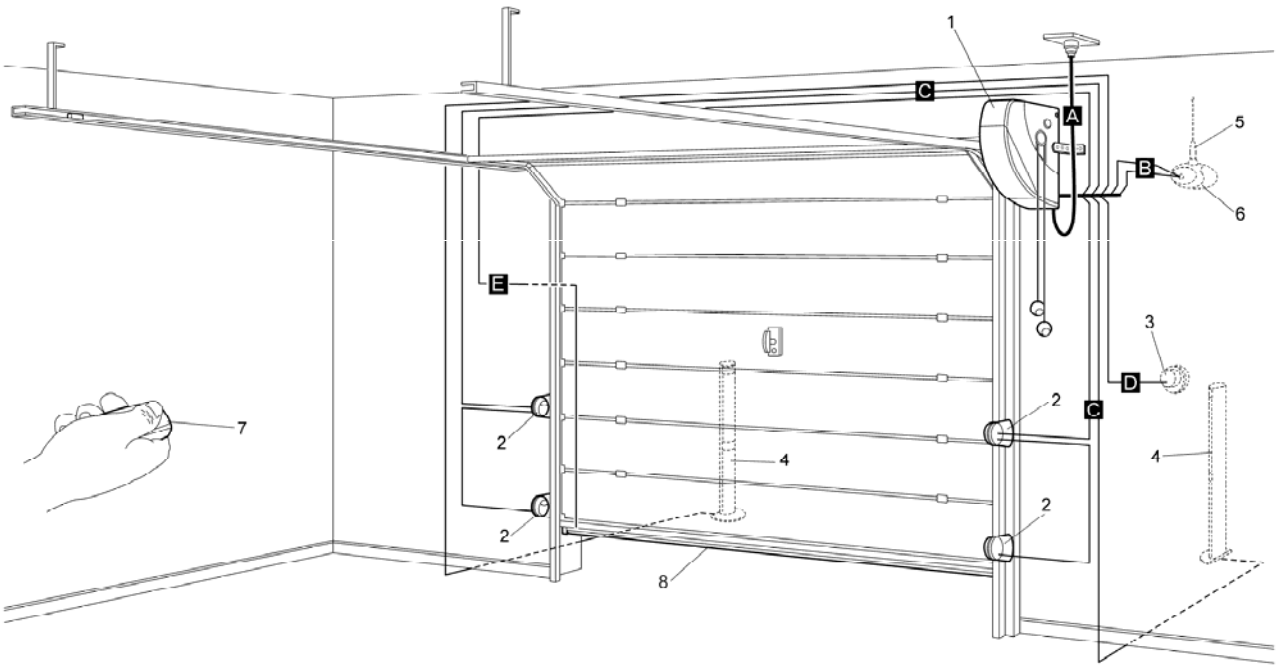

Рис. 3
4.1 СТАНДАРТНАЯ СХЕМА УСТАНОВКИ (см. Рис. 3)
Рис. 3 на рисунке изображен монтаж электродвигателя Soon. На чертеже показаны необходимые для соединения детали и кабели; они собраны по стандартной схеме.
Сборка/монтаж механических компонентов на рис.3:
Соединение электрокабелей **Рис.. 3:**
4.3 ПРОКЛАДКА ЭЛЕКТРОКАБЕЛЕЙ (см. Рис. 3 и Таблицу 1)
(Буквы, соответствующие кабелям, указаны также на рис. 3)